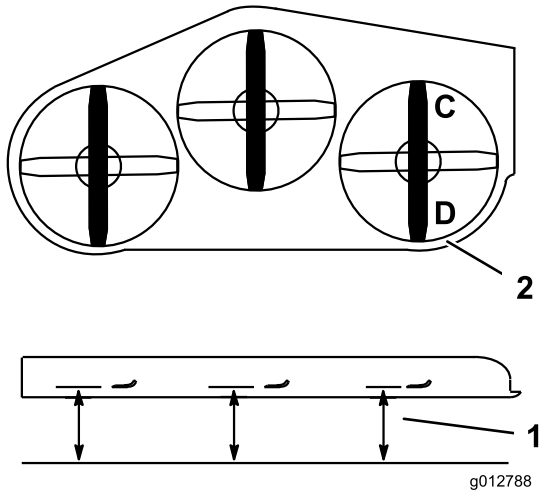

Figur 85
1. Placer højre kniv på langs (Figur 85).
2. Mål den højre kniv ved punktet **C** fra en plan overflade til knivspidsens skarpe kant, og noter dette tal ned (Figur 85).
3. Mål den højre kniv ved punktet **D** fra en plan overflade til knivspidsens skarpe kant, og noter dette tal ned (Figur 85).
4. Plæneklipperens skærekniv skal være 6 til 10 mm lavere ved punkt **C** end ved punkt **D** (Figur 85). Hvis det ikke er korrekt, skal du gøre følgende: